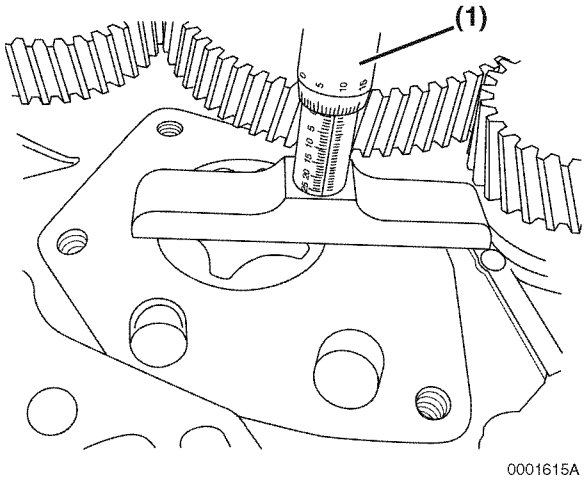

Figure 9-27
Determine the side clearance of the outer rotor across the pump cavity. Measure the depression using a depth micrometer **(Figure 9-27, (1))**.